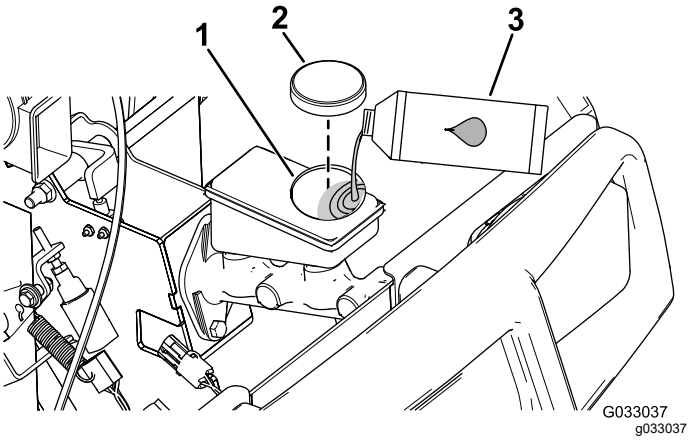

Figur 68
4. Lyft upp motorhuven så att du kommer åt huvudbromscylindern och behållaren (Figur 68).
A. Rengör området kring tanklocket och ta av locket (Figur 68).
C. Sätt tillbaka behållarens lock (Figur 68).